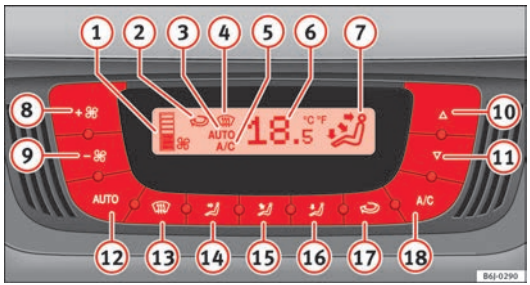

Fig. 96 Mandos del Climatronic en el tablero de instrumentos
– Pulse las teclas (10) y (11) ⇒ fig. 96 para ajustar la temperatura.
(1) Indicador del nivel del ventilador.
(2) Indicador de la función de recirculación de aire
(3) Indicador **AUTO** (Funcionamiento automático)
(4) Indicador de desempañado
(5) Indicador AC (Refrigeración conectada)
(6) Indicador de la temperatura interior seleccionada
(7) Indicador de la dirección del caudal de aire
(8) Aumento de la velocidad del ventilador
(9) Disminución de la velocidad del ventilador
– Pulse la tecla AUTO. Se visualiza la indicación ⇒ fig. 96 (3).
– Pulse las teclas (10) y (11) ⇒ fig. 96 para ajustar la temperatura deseada en el habitáculo. Se recomienda ajustar una temperatura de 22 °C (72 °F).
– Pulse una de las teclas ⇒ fig. 96 (14) a (16) o presione el regulador del ventilador (8) y (9). Se apaga la indicación (3).
El ventilador puede ajustarse por medio de las teclas (8) y (9) ⇒ fig. 96. Si el ventilador está apagado (en la pantalla no se indica ningún nivel (1)) y si transcurrido 1 segundo se vuelve a pulsar la tecla (9), se apaga el Climatronic.
– Pulse la tecla ⟲ para conectar o desconectar la recirculación de aire. Está conectada si aparece el símbolo ⟲ ⇒fig. 96 en la pantalla.